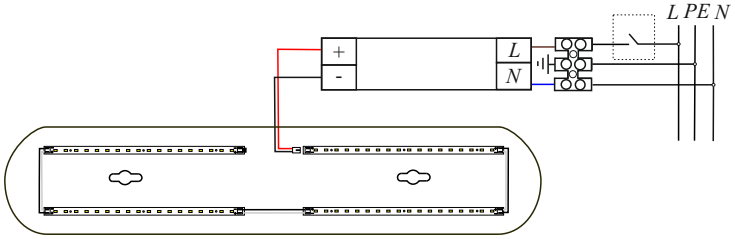
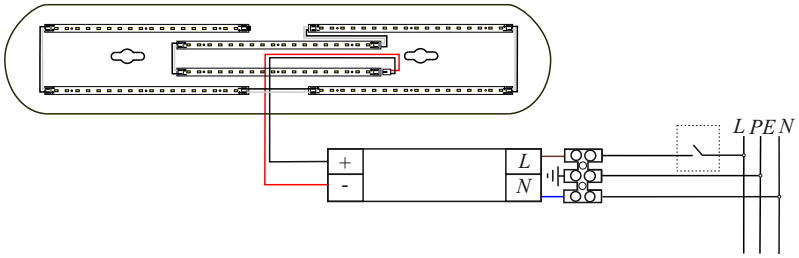

Рисунок 1 - Схема подключения светильников с 4-мя линейками
Рисунок 2 - Схема подключения светильников с 6-ю линейками
При помощи соединительных клемм подключите к драйверу сетевые провода согласно схеме подключения (см. рисунок 1, рисунок 2).
- подключение светильника в режиме 36 Вт осуществляется одним драйвером при помощи соединительных клемм и одноклавишного выключателя (см. рисунок 1).